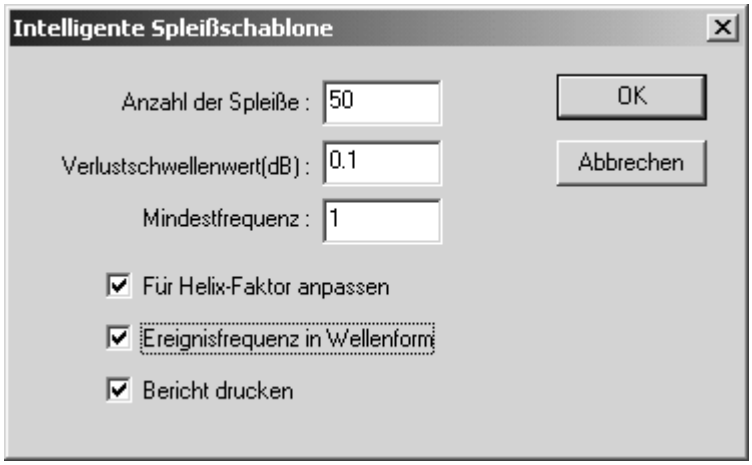

Abbildung 11-2: Dialogfeld Intelligente Spleißschablone
8. Richten Sie das Dialogfeld ein, wie in Abbildung 11-2 gezeigt.